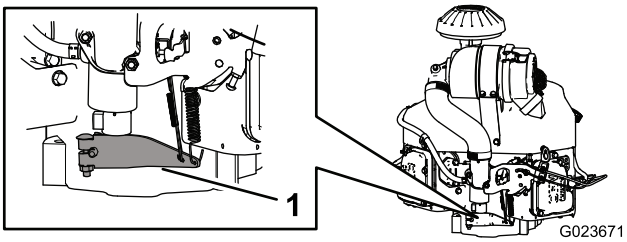

Figuur 67
3. Duw het veeruiteinde van de regelarm naar beneden (Figuur 67).